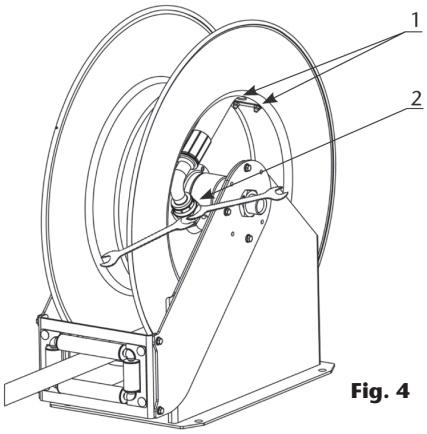

Fig. 4
2. Remove the U-bolt by loosening its nuts (1) and disconnect the hose from the swivel (2) by using two wrenches (fig. 4).
4. Connect the new hose to the swivel by using two wrenches. Place the U-bolt in such a way that it firmly holds the hose against the spool, and pull the hose in order to unlock the ratchet (fig. 4).
1. Disconnect the hoses of the inlet shaft (1) and the swivel joint (2) (fig. 7). On the swivel, use two wrenches (fig. 4) in order to avoid any shaft damage.
2. Loosen the set screw in the nut (3) and remove said nut.